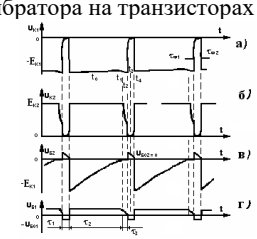

Рис. 1.8
17. Объяснить временную диаграмму мультивибратора на транзисторах с проводимостью разного типа (рис.1.8).